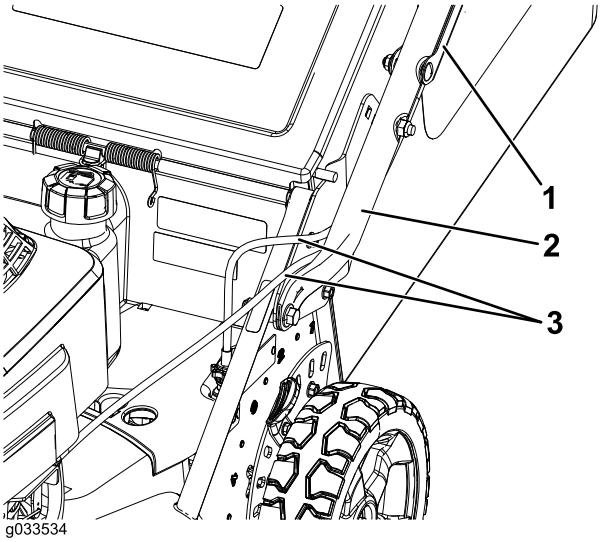

Figur 4
4. Dra styrkablarna mellan däcket och handtaget så att kablarna inte skadas (Figur 4).